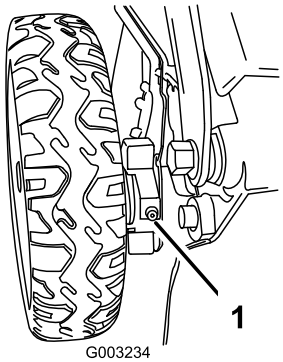

**Figur 40**
1. Torka av smörjnipplarna precis innanför bakhjulen med en ren trasa (Figur 40).